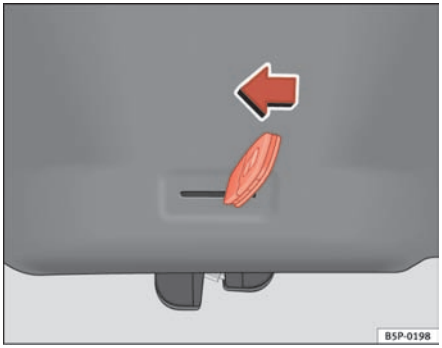

Fig. 67 Boot lid: emergency opening
– Insert the key bit in the groove and unlock the locking system, turning the key from right to left, as shown by the arrow ⇒ fig. 67. ■